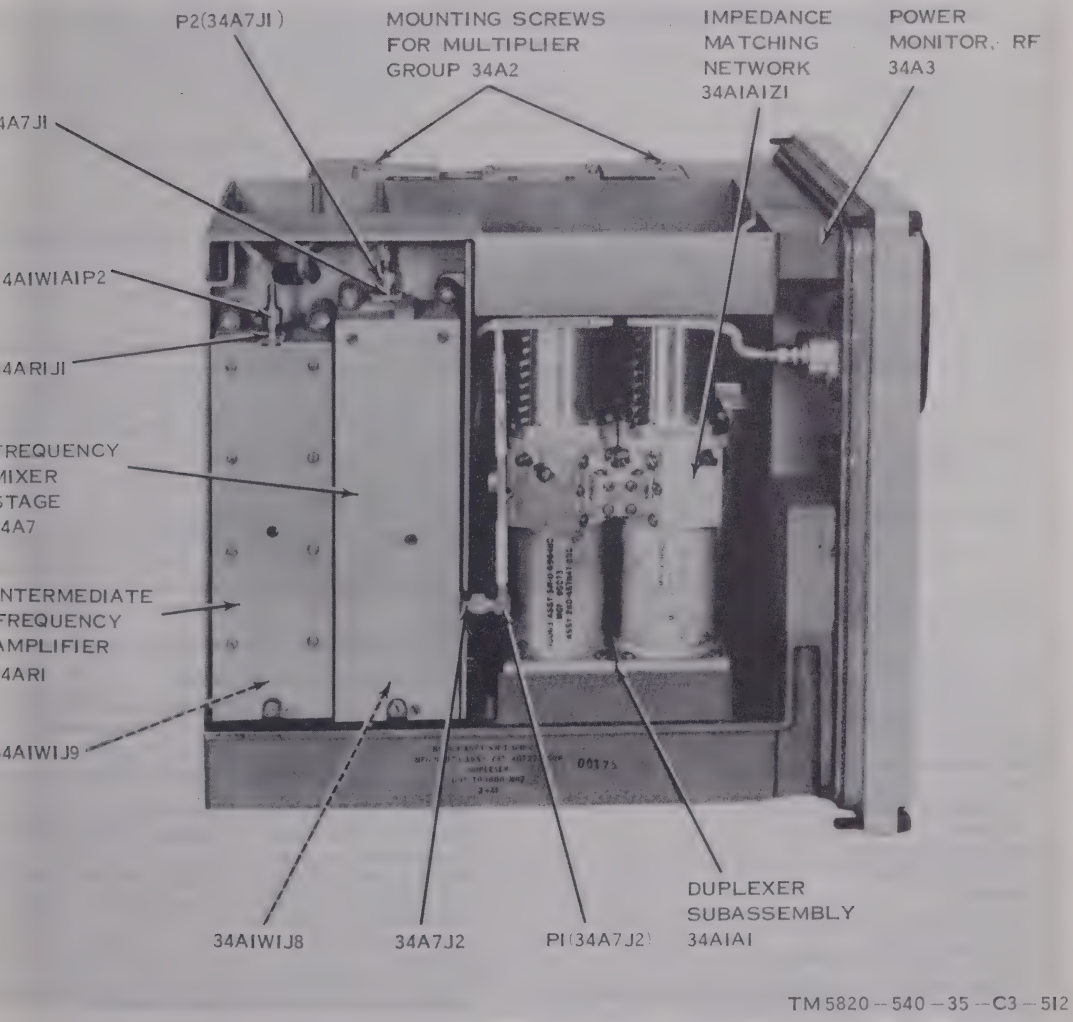

Figure 3–76. Band III receiver RF head, bottom view.
(1) Disconnect plug P1 (34A7J2) from 34A7J2 of frequency mixer stage 34A7 (fig. 3–76).
(2) Connect the test equipment as shown in figure 3–77.
(3) Set the AC POWER switch to ON and tune the receiver to channel 1219. The output power level at P1 (34A7J2) should be +5 dbm ± 2 db (pwer meter indication of —5 dbm ± 2 db).